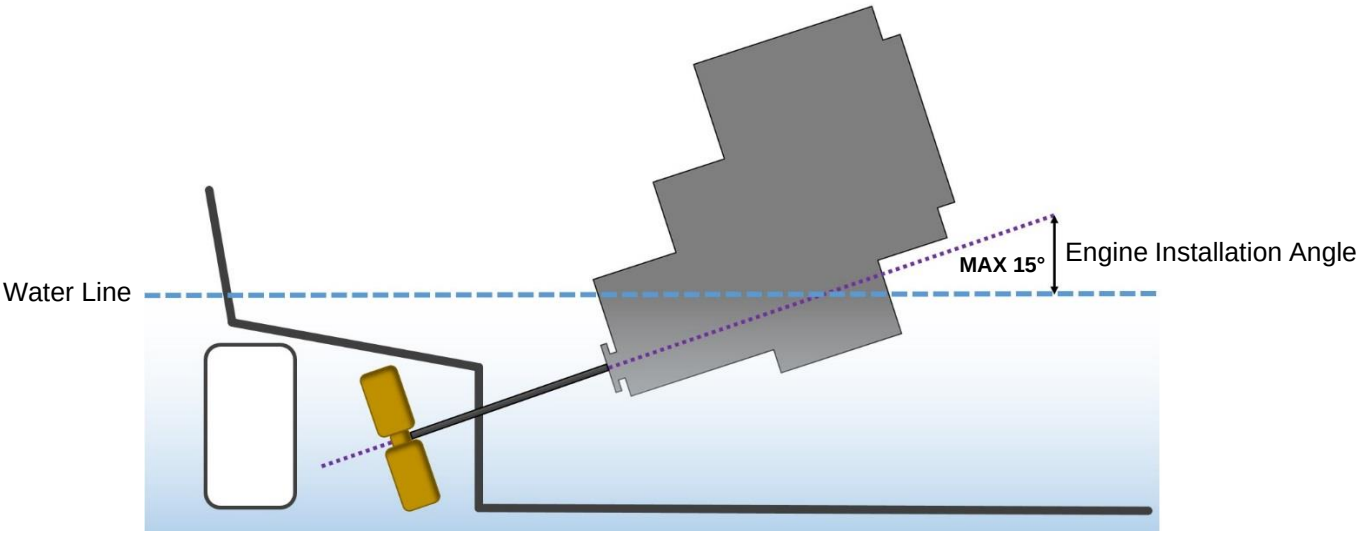

Figure 10: Maximum Engine Installation Angle
- The engine installation angle is the angle of the crankshaft centre to the water line (**Figure 10**).